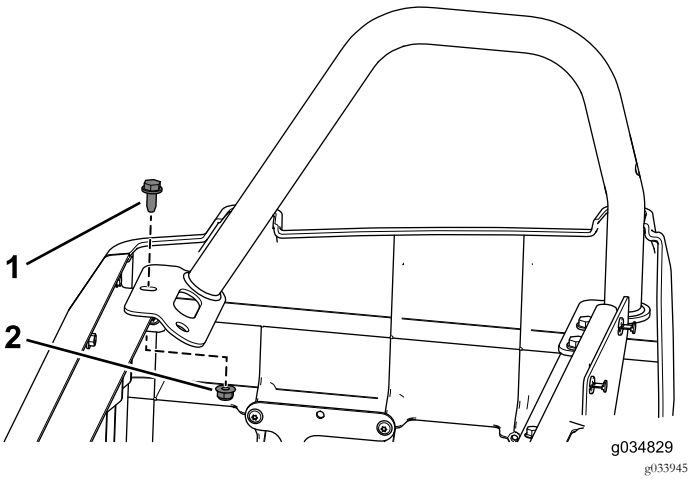

Figur 89
11. Sätt fast det bakre högra höftskyddet på sätessockeln med flänsskruven (3/16 x 3/4 tum) och flänsmuttern som du tog bort tidigare (Figur 89).